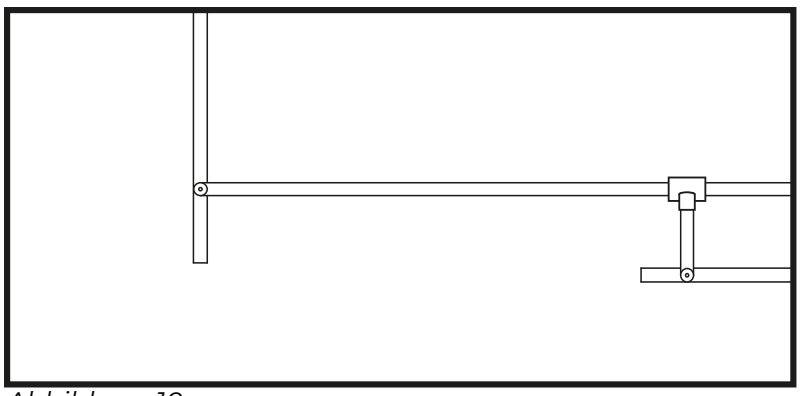

Abbildung 10
32. Nach der Montage sollte die Positionierung (Draufsicht) der Teleskoprohre wie in Abbildung 10 aussehen.